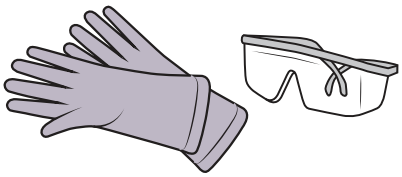

Afbeelding 68
7. Draag **beschermende handschoenen, een veiligheidsbril en een beschermend schort**. Zie Afbeelding 68.